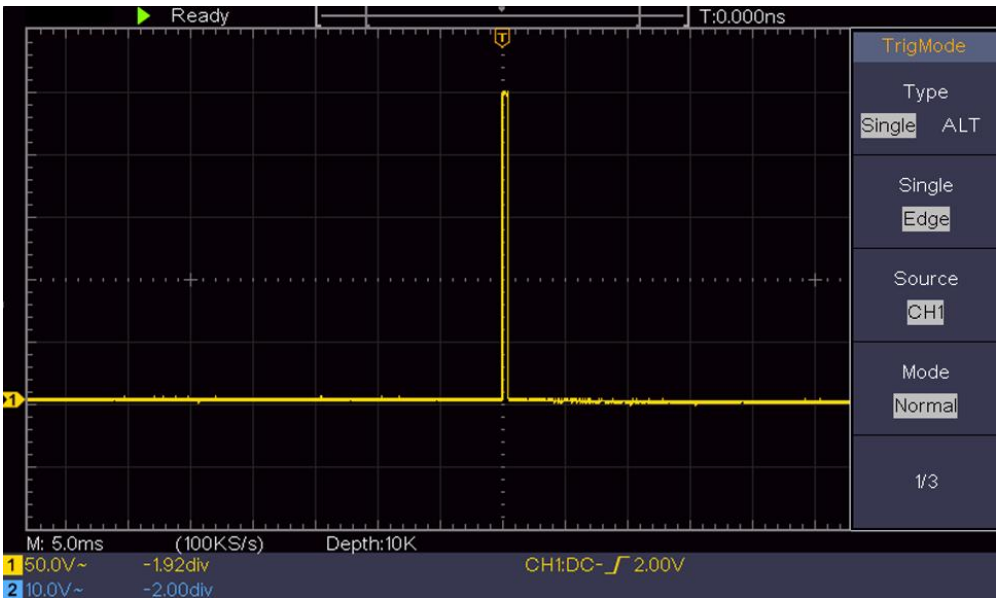

Figure 6-3 Capturing a Single Signal
(2) Adjust the **Vertical Scale** and **Horizontal Scale** knobs to set up a proper vertical and horizontal ranges for the signal to be observed.
(3) Push the **Acquire** button to display the right menu.
(4) In the right menu, select **Acqu Mode** as **Peak Detect**.
(5) Push the **Trigger Menu** button to display the right menu.
(6) In the right menu, select **Type** as **Single**.
(7) In the right menu, select **Single** as **Edge**.
(8) In the right menu, select **Source** as **CH1**.
(9) In the right menu, press **1/3**, select **Coupling** as **DC**.
(10) In the right menu, select **Slope** as (rising**)**.
(11) Turn the **Trigger Level** knob and adjust the trigger level to the roughly 50% of the signal to be measured.
(12) Check the Trigger State Indicator on the top of the screen, if it is not Ready, push down the **Run/Stop** button and start acquiring**,** wait for trigger to happen. If a signal reaches to the set trigger level, one sampling will be made and then displayed in the screen. By using this approach, a random pulse can be captured easily. For instance, if we want to find a burst burr of high amplitude, set the trigger level to a slightly higher value of the average signal level, push the **Run/Stop** button and wait a trigger. Once there is a burr occurring, the instrument will trigger automatically and record the waveform during the period around the trigger time. By turning the **Horizontal Position** knob in the horizontal control area in the panel, you can change the horizontal triggering position to obtain the negative delay, making an easy observation of the waveform before the burr occurs (see *Figure 6-3*).